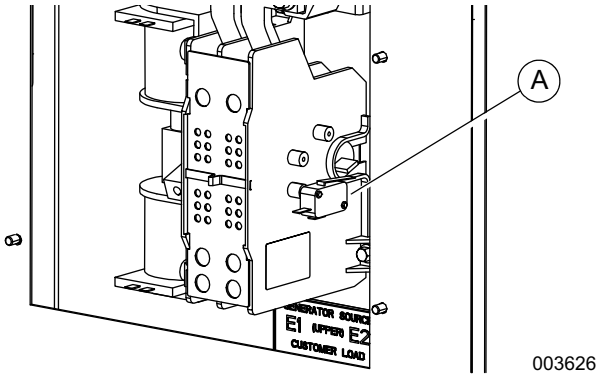

Figure 3-4. Auxiliary Contact
See ***Figure 3-4***. If desired, there is one normally-closed Auxiliary Contact (A) on the transfer switch to operate customer accessories, remote advisory lights, or remote annunciator devices. A suitable power source must be connected to the common terminal. If needed, an extra auxiliary contact can be added.